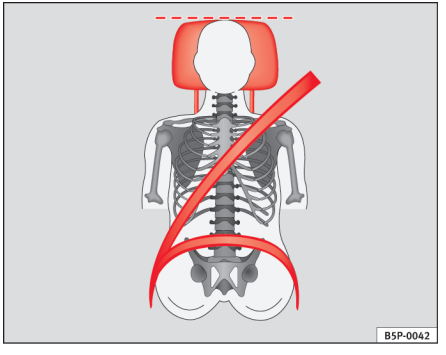

Fig. 12 Korrekt placering af sikkerhedssele og hovedstøtte set forfra
- **Selens skulderdel skal sidde ca. midt på skulderen. Sikkerhedsselen skal sidde fladt og tæt ind til overkroppen ⇒ side 22, fig. 12.**